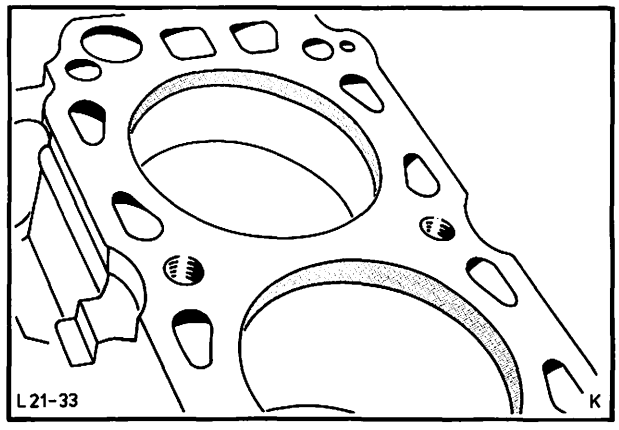

Abb. 42 Ölkohlekranz am oberen Zylinderrand entfernen
20. Kolben auf halbe Hubhöhe stellen und Ölkohlekranz am oberen Zylinderrand mit einem Schaber entfernen, Abb. 42, dabei nicht die Kolbenringlaufzone berühren.